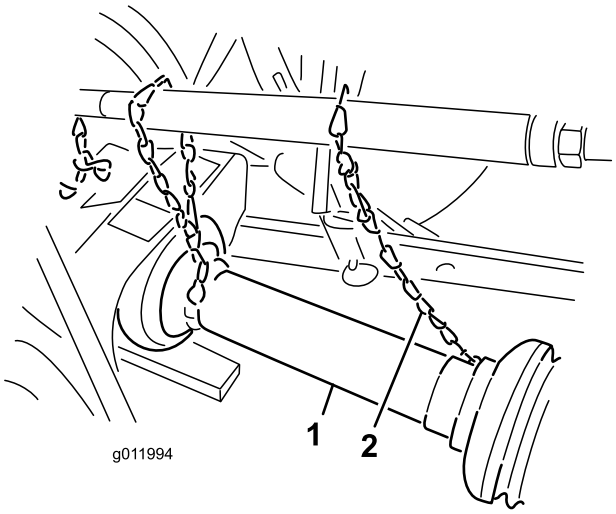

Figur 6
4. Tryck ner stiftet för att säkra kraftuttagsaxeln på plats, och skjut kraftuttagsaxeln fram och tillbaka för att kontrollera att den har låsts fast ordentligt (Figur 6).
5. Anslut skyddssäkerhetskedjorna från kraftuttagsaxelns delar till de svetsade klämmorna på länkarmarna eller till kraftuttagsskydden (Figur 6).